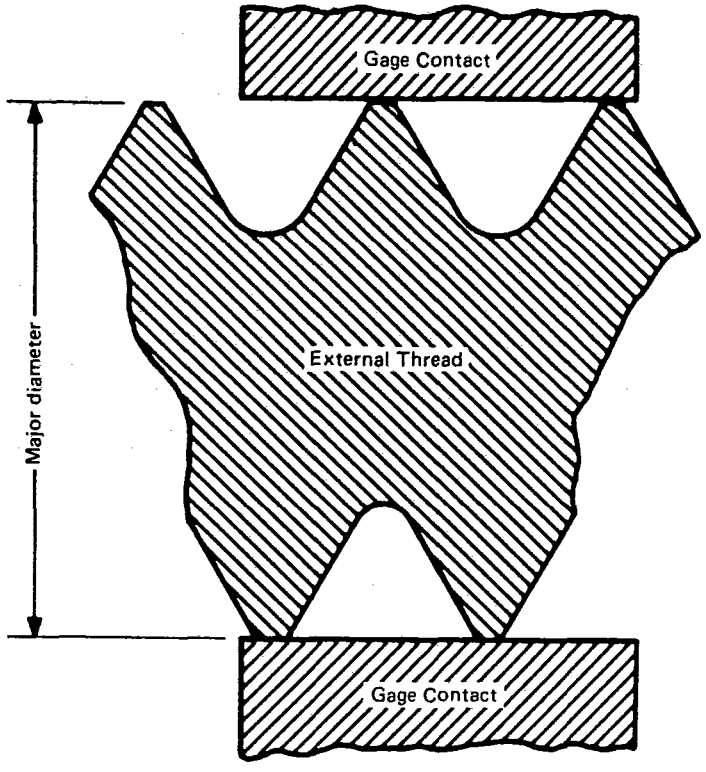

FIG. 25 MAJOR DIAMETER LIMIT
5.7.2 Design of Gage Blanks and Gages. Plain cylindrical ring blanks and plain progressive adjustable snap gages have been standardized for various size ranges (see ANSI/ASME B47.1aM and Fig. 25).